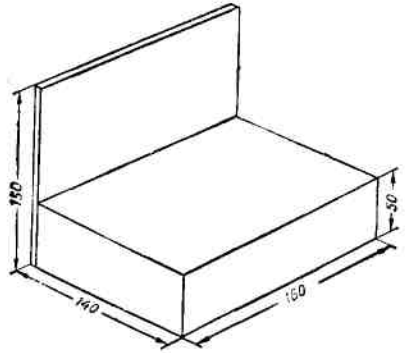

Рис. 45. Розміри шасі приймача (в *мм*).
**Монтаж.** Приймач монтується на кутовому шасі з дерева або металу. Розміри шасі показані на рис. 45. Зверху шасі